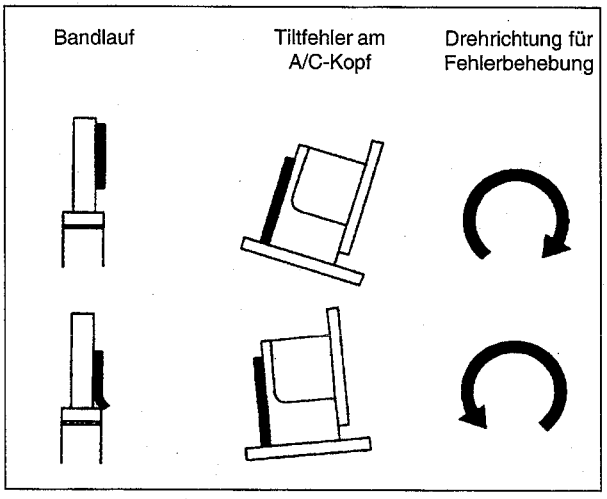

Abb. M14
• Mit Hilfe der Tiltjustierschraube untere Bandkante knapp bis an den unteren Ansatz der Bandführung A1 bringen (siehe Abb. M14); das Band darf nicht gegen diesen Ansatz gedrückt oder verzogen werden.